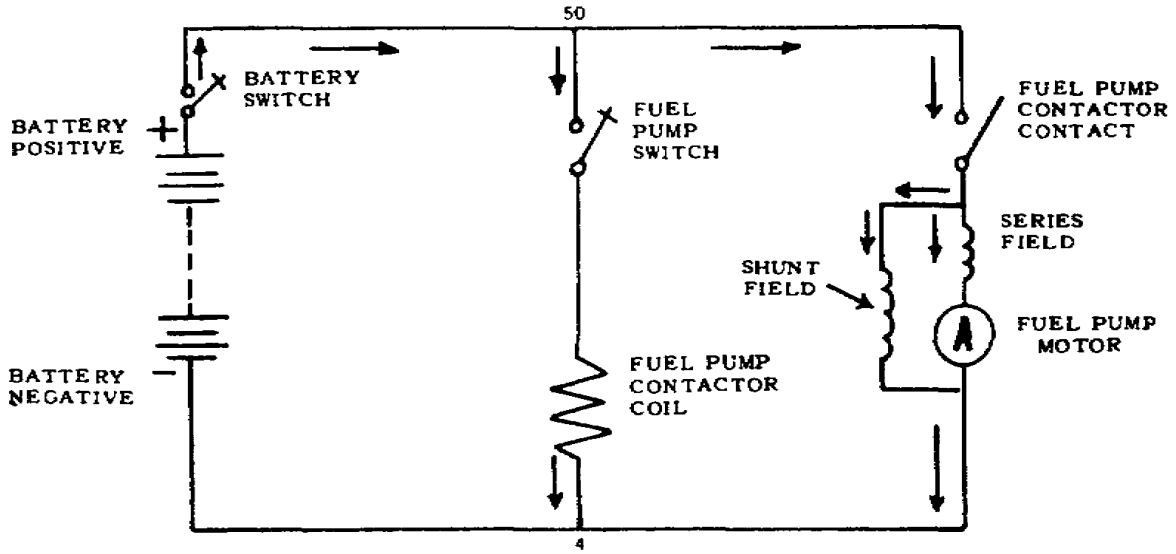

Figure 1.12. Schematic Wiring Diagram -- Fuel Pump Motor Circuit. *
Look at the schematic diagram of the fuel pump circuit in figure 1.12 and trace out one of the highways on the electrical map. Here you see a battery, a fuel pump contactor coil, its contacts, and a fuel pump motor. The symbol (A) is standard for motor armature. All switches and contacts are shown on their normal position, that is, with no power on.
In the simple diagram in figure 1.12, parts of the circuit are identified by their names as well as by symbols. Oftener than not,